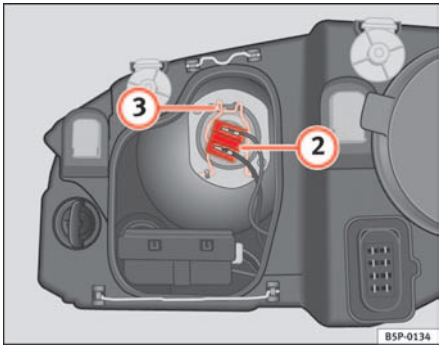

Fig. 182 Dipped head-lights
– Remove the connector ⇒ page 251, fig. 182 (2) from the bulb.
– Disengage the retainer spring ⇒ page 251, fig. 182 (3) pressing inwards and to the right.